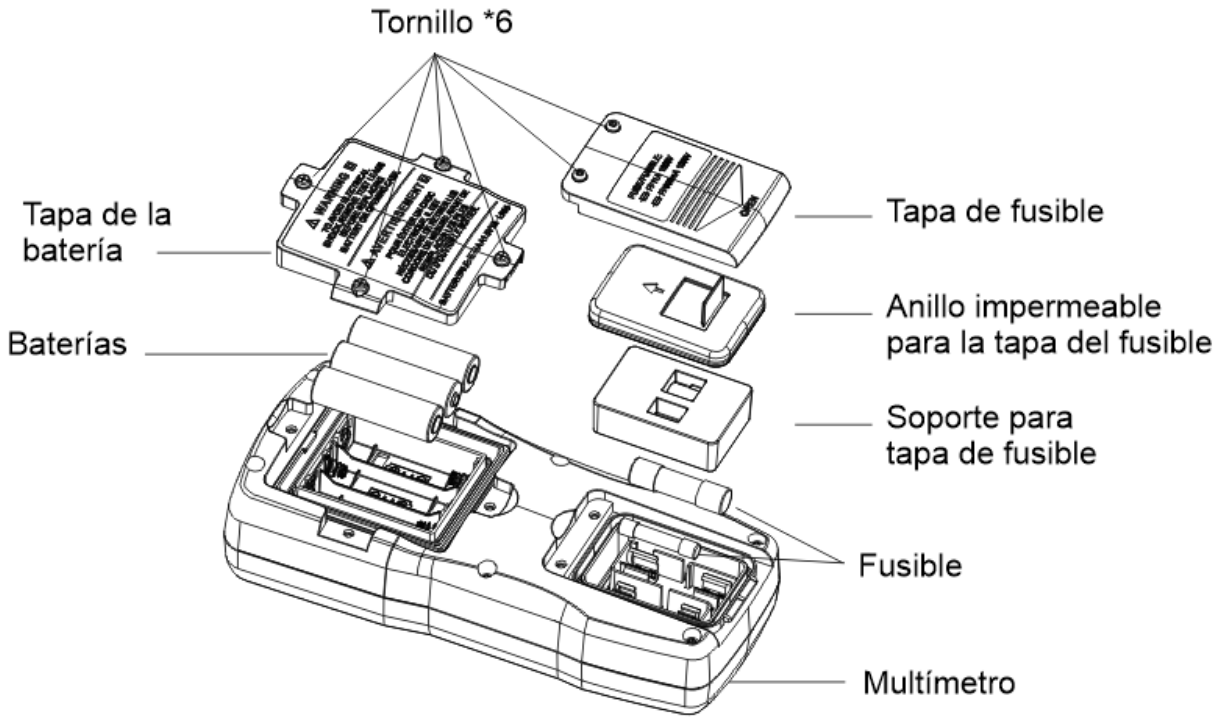

Figura 19
2. Reemplace la batería o el fusible （Figura 19）